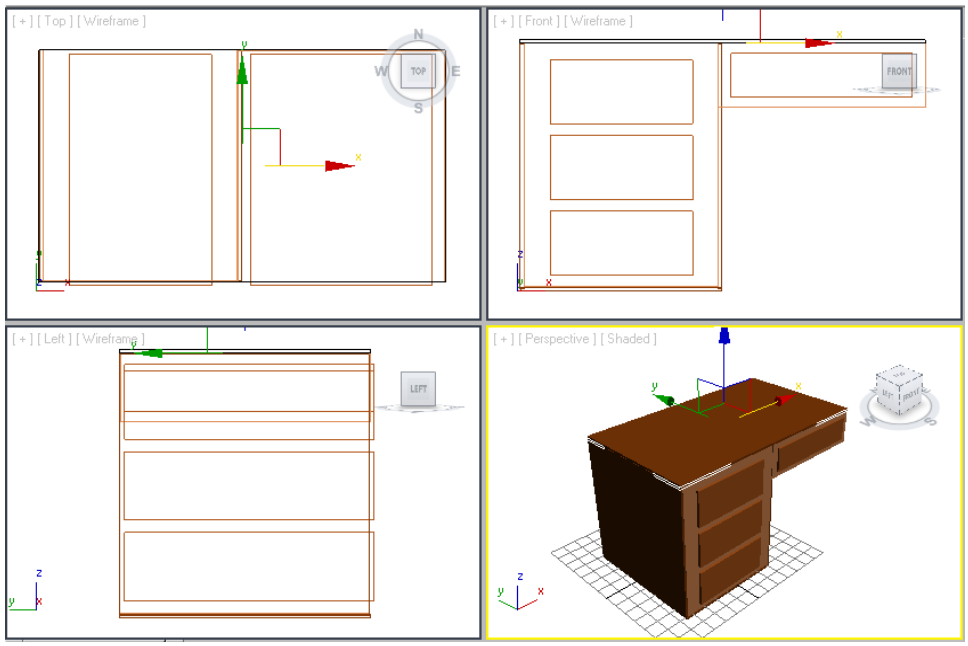

Figure 3-29 *Alignment of the upper face with the top of the table*
7. Align the *upper face* with the top of the table, as shown in Figure 3-29.